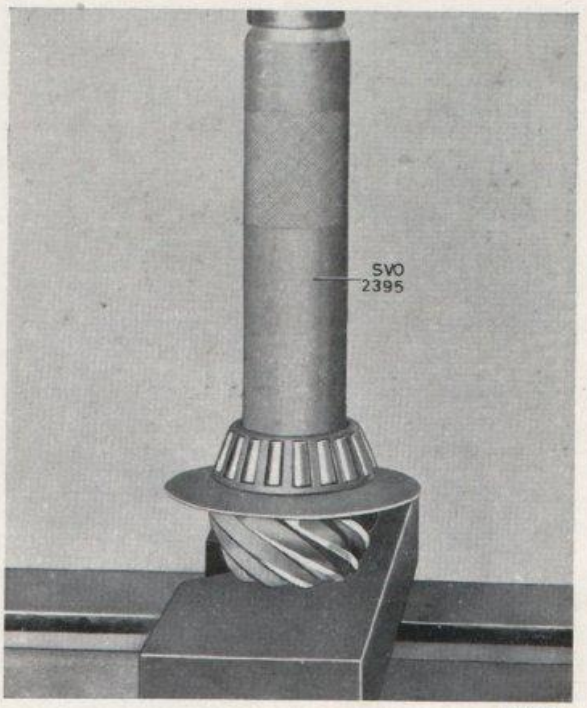

Bild 5-20. Mont. av bakre pinjonglager
2. Lägg oljekastarbrickan (31) på pinjongen (28). Pressa på bakre lagret (29) med hylsa SVO 2395, se bild 5-20.